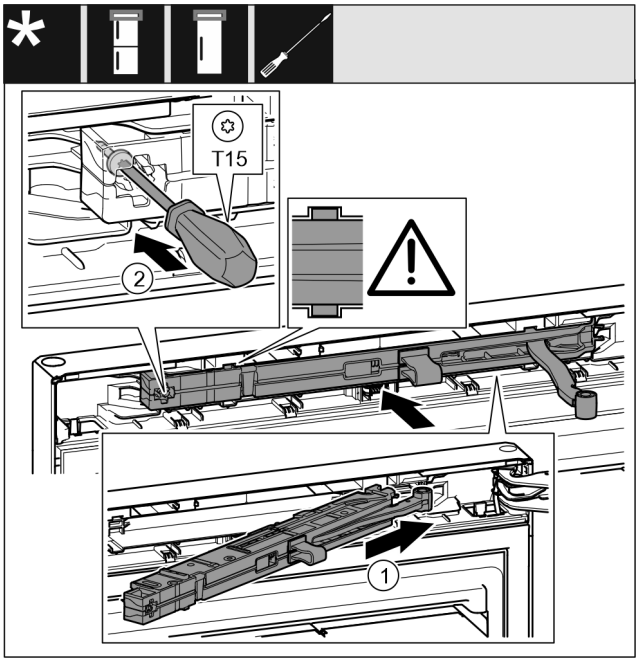

Fig. 41
- ▶ Sluitdemperunit *Fig. 41 (1)* aan de lagerbokzijde tot aan de aanslag schuin in de uitsparing schuiven.
- ▶ Schroef *Fig. 41 (2)* met een schroevendraaier vastschroeven.